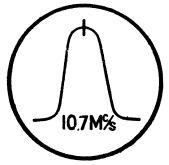

Fig. 10
| 1 | High side thru. .001mfd to point $TP_2$. Common to chassis. | High side thru. .001mfd to point $TP_2$. Common to chassis. | Point of non-interference (on/about 100 Mc/s) | Connect vert. Amp. of scope to point $TP_3$. Common to chassis. | $T_1$ (FM 1st IFT) (P) $T_2$ (FM 1st IFT) (S) $T_3$ (FM 2nd IFT) $T_5$ (FM 3rd IFT) $T_7$ (FM 4th IFT) (P) | Adjust for maximum amplitude and proper linearity between ±100kc/s markers. (Refer to Fig. 10) |
**Note:** When aligning the Ratio Detector circuit, the wave form may appear as in Figs. 10 & 11 or upside-down.